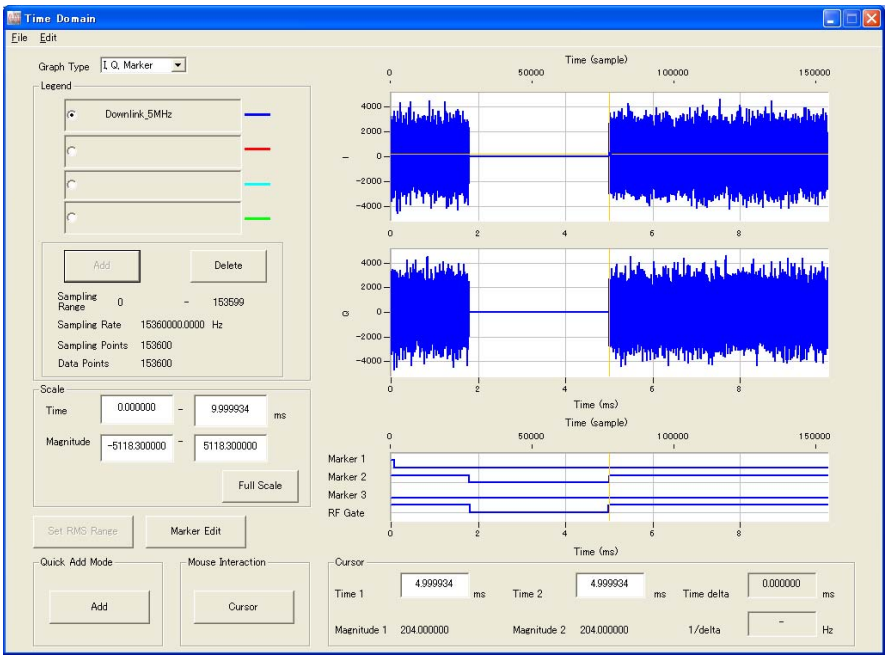

Figure 3.5-5 Time Domain Screen
(1) Generate a waveform pattern menu by executing "Calculation".
(2) When **Time Domain** is clicked in the **Simulation** menu or is clicked, the Time Domain graph screen shown in Figure 3.5-5 is displayed, along with a trace of the generated waveform pattern.